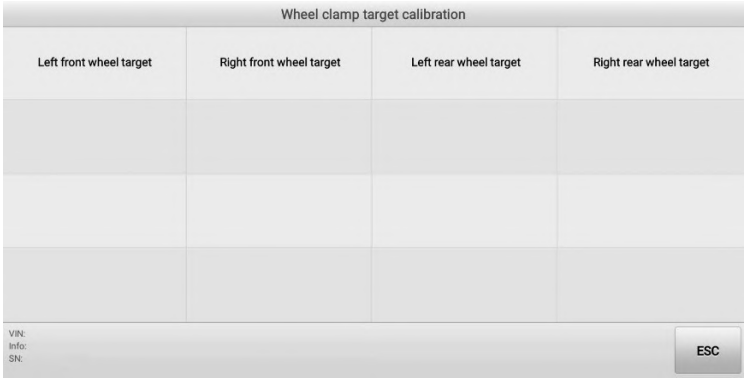

Figure 4-27 ***Select Target for Calibration***
3. Then select the target that needs to be calibrated. The Right Front Wheel Target (properly installed on the right front rim clamp) is used for illustration. Refer to *Figure 4-27 Select Target for Calibration* for details.